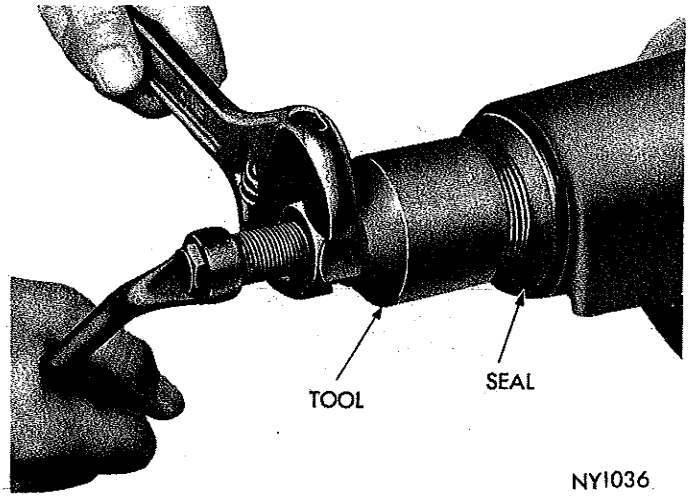

*Fig. 10—Removing Pinion Oil Seal*
(7) Using Tool C-748 remove drive pinion oil seal (Fig. 10). Remove front pinion bearing cone and preload shim.